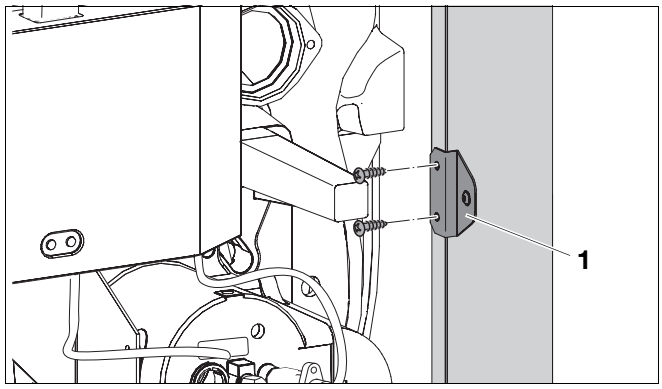

Rys. 45 Montaż kątowników na ściankach bocznych
- Kątownik mocujący obudowę palnika zamontować po lewej i prawej stronie na ściance bocznej (➔ Rys. 45).